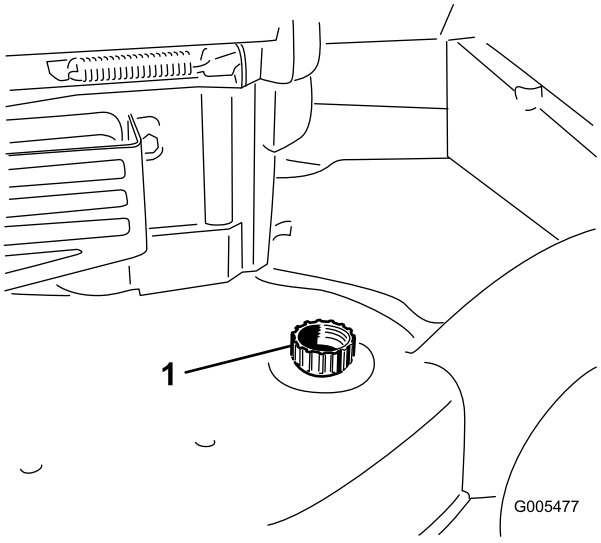

Figur 40
3. Fest en hageslange som er koblet til en vannkran til vanninntaksporten på gressklipperhuset (Figur 40).